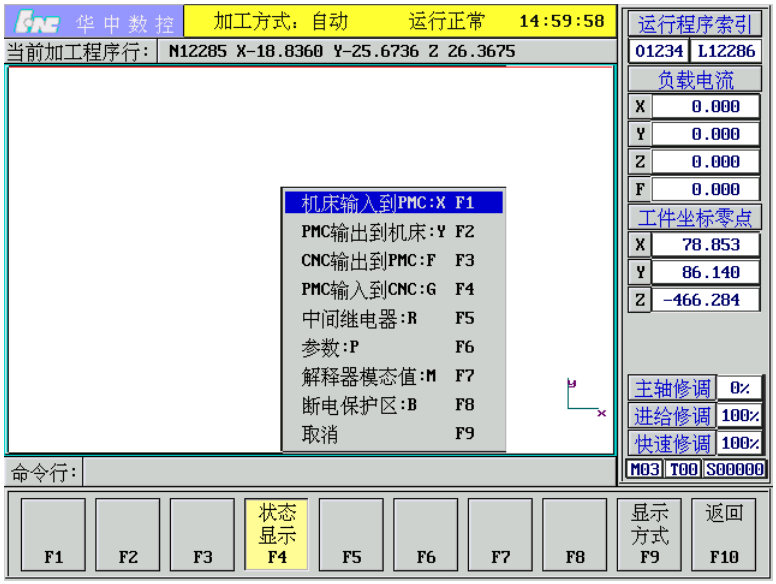

图 8.4.2　PLC 状态显示菜单
(1) 在 PLC 功能子菜单下，按 **F4** 键，弹出如图 8.4.2 所示 PLC 状态显示菜单；
(1)在 PLC 状态显示子菜单（图 8.4.2）下，选择断电保护区选项；